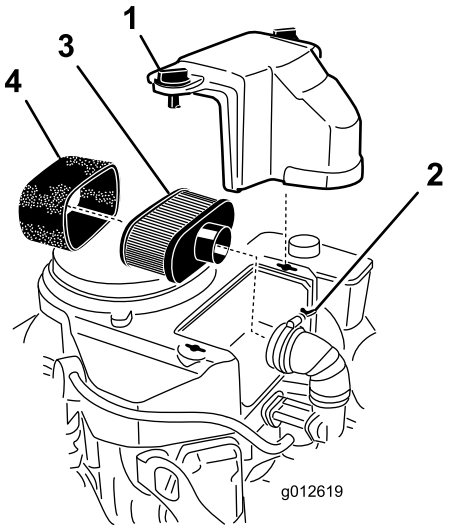

Figure 42
3. Nettoyez la surface autour du filtre à air pour éviter que des impuretés n'endommagent le moteur en tombant à l'intérieur (Figure 42).
4. Dévissez les boutons du couvercle et déposez le couvercle du filtre à air (Figure 42).
5. Dévissez le collier et déposez l'ensemble filtre à air (Figure 42).
6. Sortez délicatement l'élément en mousse de l'élément en papier (Figure 42).
1. Nettoyez l'élément en papier en le tapotant pour faire tomber la poussière. Remplacez-le par un neuf s'il est très encrassé (Figure 42).
1. Glissez délicatement l'élément en mousse sur l'élément en papier (Figure 42).
2. Posez l'ensemble filtre à air sur sa base ou sur le flexible et fixez-le en position (Figure 42).
3. Mettez le couvercle du filtre en place et serrez le bouton (Figure 42).